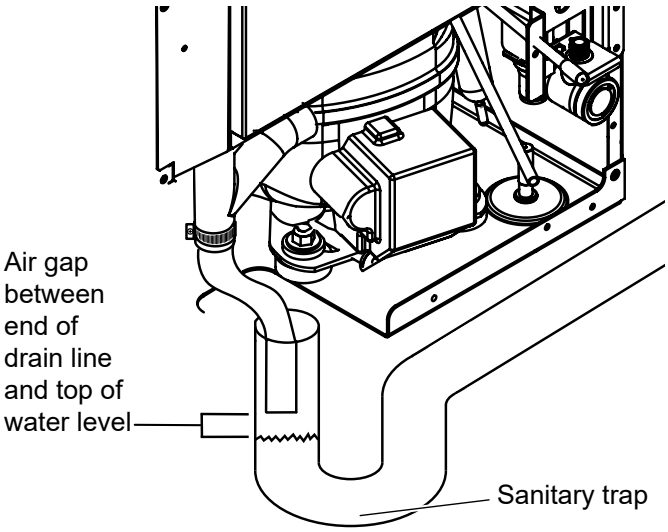

Figure 16: Example of an open drain.
b. Your drain line is plumbed into an open drain (Figure 16).